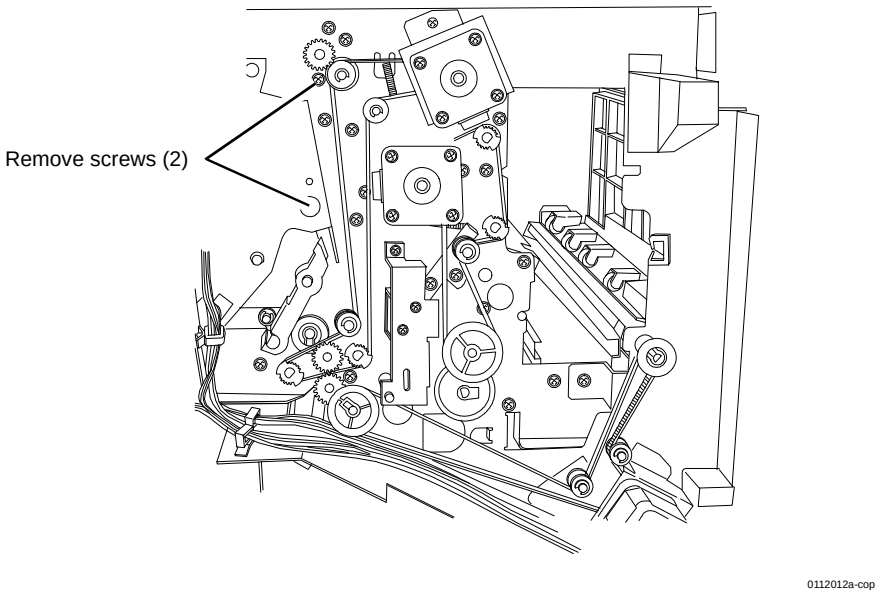

Figure 1 Removing screws on the rear of the Finisher
8. Remove screws on the rear of the Finisher (Figure 1).